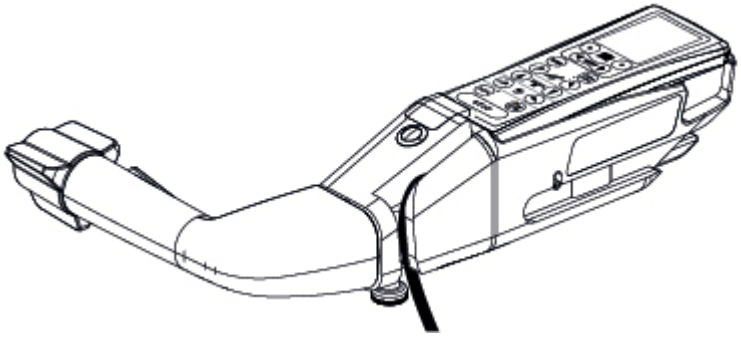

Figure 6-8. Install Hand Control
3. Push the hand control into the motorized transfer handle to secure in place. See *Figure 6-8*.